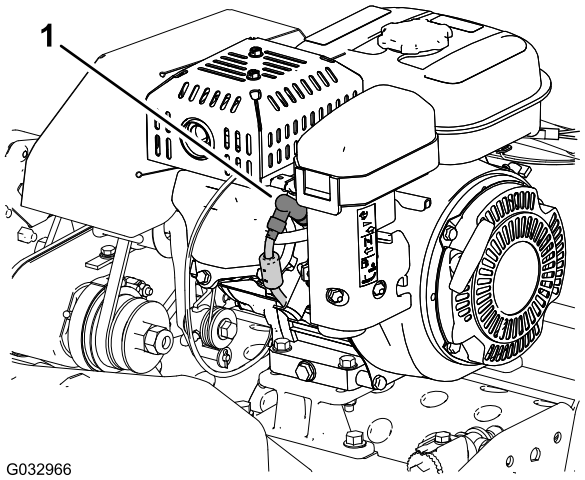

Figura 1
4. Retire el cable de la bujía del terminal de la bujía (Figura 1).